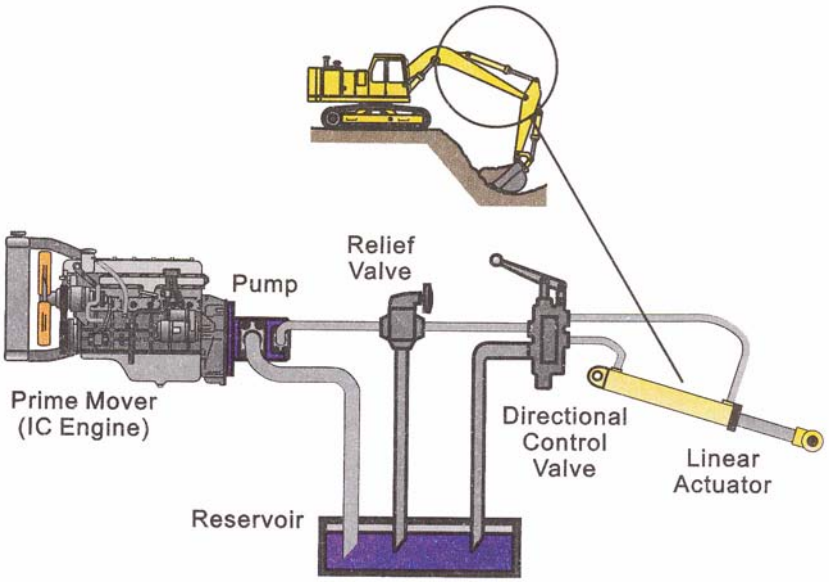

**Figure 12 - Simplified Hydraulic Circuit**
A complete hydraulic system consists of a reservoir of fluid, a hydraulic pump driven by an internal combustion (IC) engine or an electric motor, a system of valves to control and direct the output flow of the pump, and actuators that apply the forces to conduct the work being performed. Figure 12 is a simplified illustration of these major components.